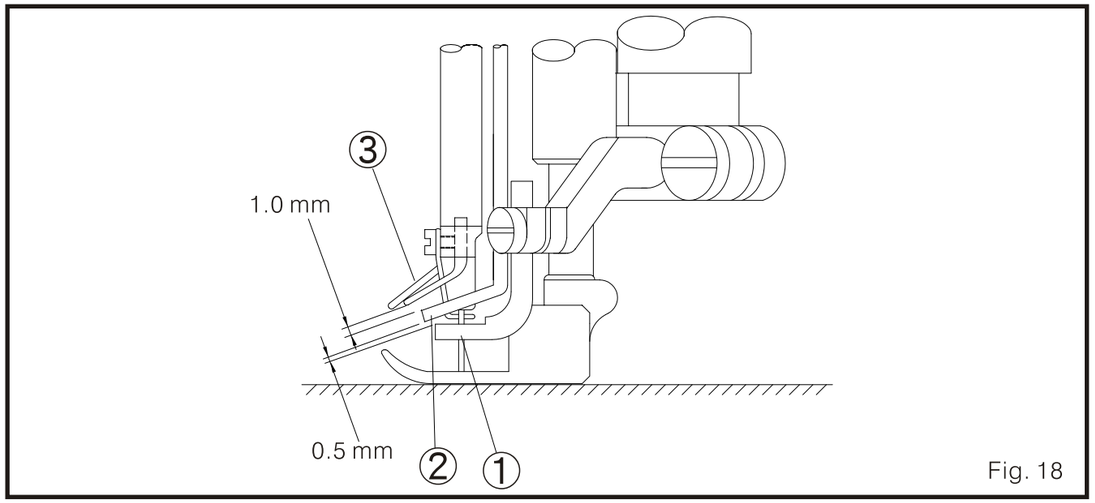

Fig. 18
1. Cuando la barra aguja se mueva al punto más inferior. La ranura para hilo de la guía del distribuidor 2 esta justo abajo del agujero de la guía del hilo 3. Además, el espacio desde el la guía del distribuidor 2 al distribuidor 1 es de 0.5 mm. (Fig. 18)